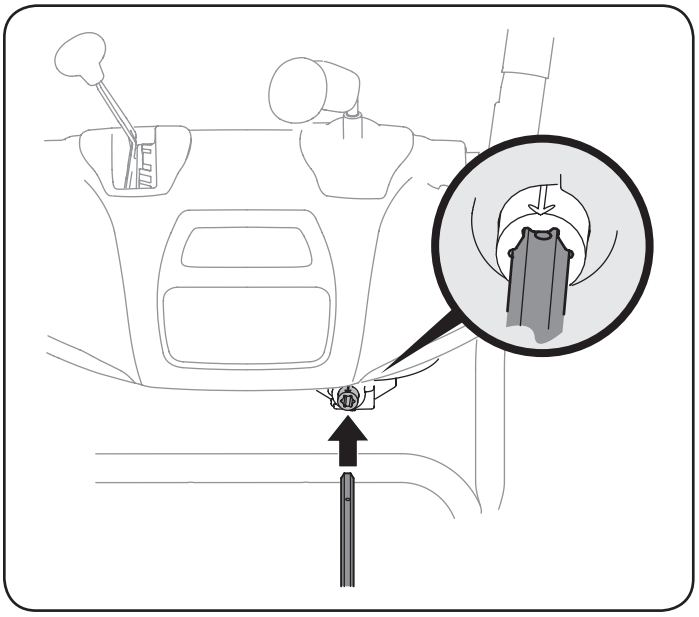

Figura 7
7. Inserte la varilla hexagonal dentro del engranaje del piñón por debajo de la palanca de control. Asegúrese de alinear el orificio en la varilla hexagonal con la flecha en el engranaje del piñón. Vea la figura 7.